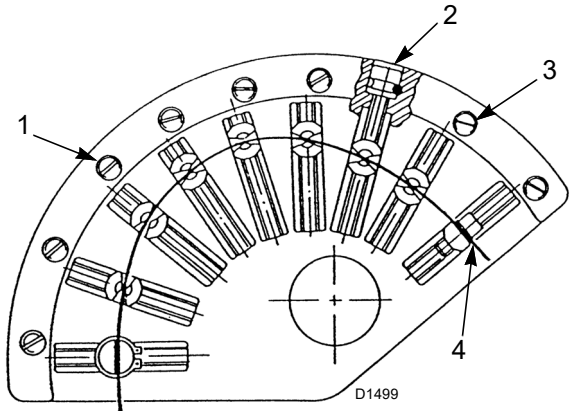

Fig. 34
Il faut changer progressivement le profil initial de la came 1)(Fig. 34) en agissant sur les vis 2)(Fig. 34).
Pour une meilleure répétabilité du réglage, prendre la précaution d'arrêter la rotation du groupe de cames quand le coussinet supérieur qui glisse sur le profil 4)(Fig. 34) se trouve aligné sur l'une des vis de réglage 2).
Légende (Fig. 34)
agir sur les vis de réglage 2)(Fig. 34) après avoir desserré les vis 3).
- Régler le débit d'air en réglant la came à profil variable au moyen des vis 2)(Fig. 34 à la page 32).
- Une fois le réglage optimal atteint, ne pas oublier de serrer les vis de réglage des profils des cames au moyen des vis 3)(Fig. 34 à la page 32).